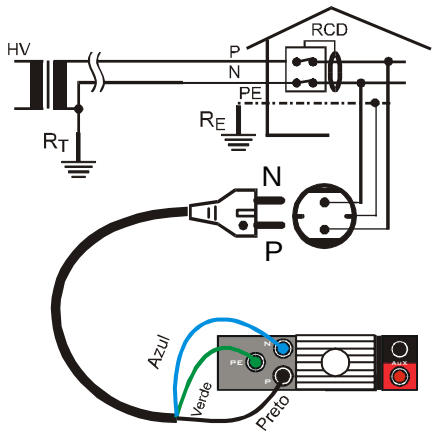
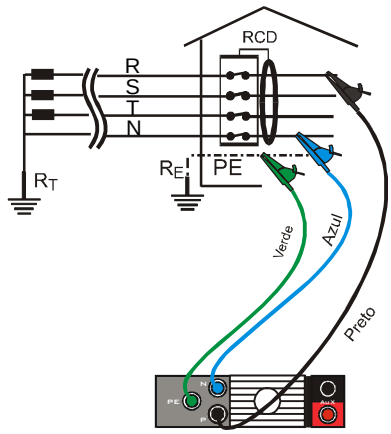

Fig. 24: Ligação do instrumento para verificar os Diferenciais Monofásicos ou Bifásicos 220V
Fig. 25: Ligação do instrumento para verificar os Diferenciais Trifásicos 380V + N + PE
5. Mover o instrumento para a esquerda e inserir os três conectores Amarelo-Verde, Azul e Preto do cabo C2033 ou dos cabos do KIT5004F nos terminais de entrada correspondentes do instrumento (ver todas as ligações possíveis nas Fig. 24, Fig. 25,). Se for utilizado o KIT5004F inserir nas extremidades livres dos cabos os crocodilos do SET COC3.
6. Inserir a ficha shuko do cabo C2033 na tomada 220V 50/60Hz ou os crocodilos nos Terminais da Protecção do Diferencial do sistema trifásico (ver Fig. 24, Fig. 25). Na ficha existe uma marca que indica qual o terminal da ficha a ligar ao condutor de fase.